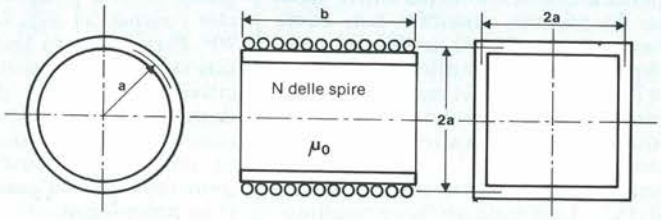

*Figura 2. Questi dati relativi alle bobine forniscono le informazioni necessarie per il calcolo dell'induttanza.*
***Figura 2. Partendo dal filtro passa-banda di base a pigreco (Figura 2a), potranno essere aggiunte sezioni m-derivate (Figura 2b) per ottenere un profilo di passa-basso come quello mostrato in Figura 2c.***